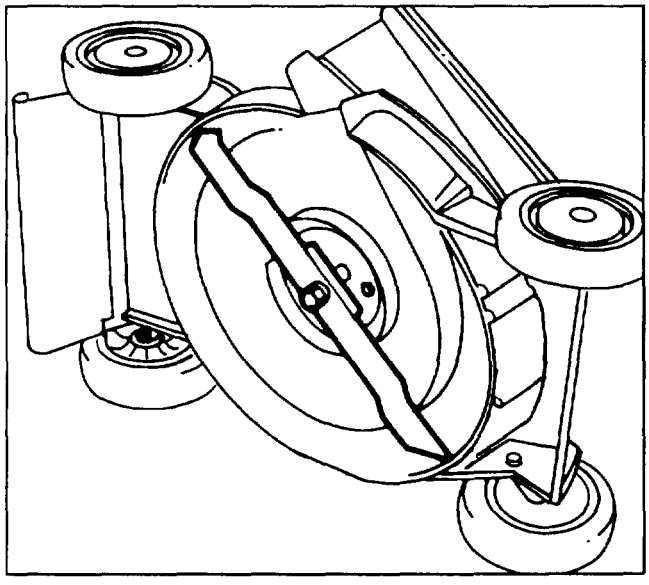

Figure 24
3. Tip mower on its left side (Fig. 24). Avoid rotating blade as starting problems may result.